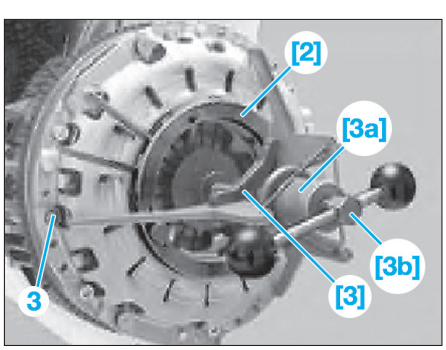

Fig. 10
• Placer le mécanisme d'embrayage sur le volant moteur. Faire attention aux pions de centrage (3) **(Fig.10)**.